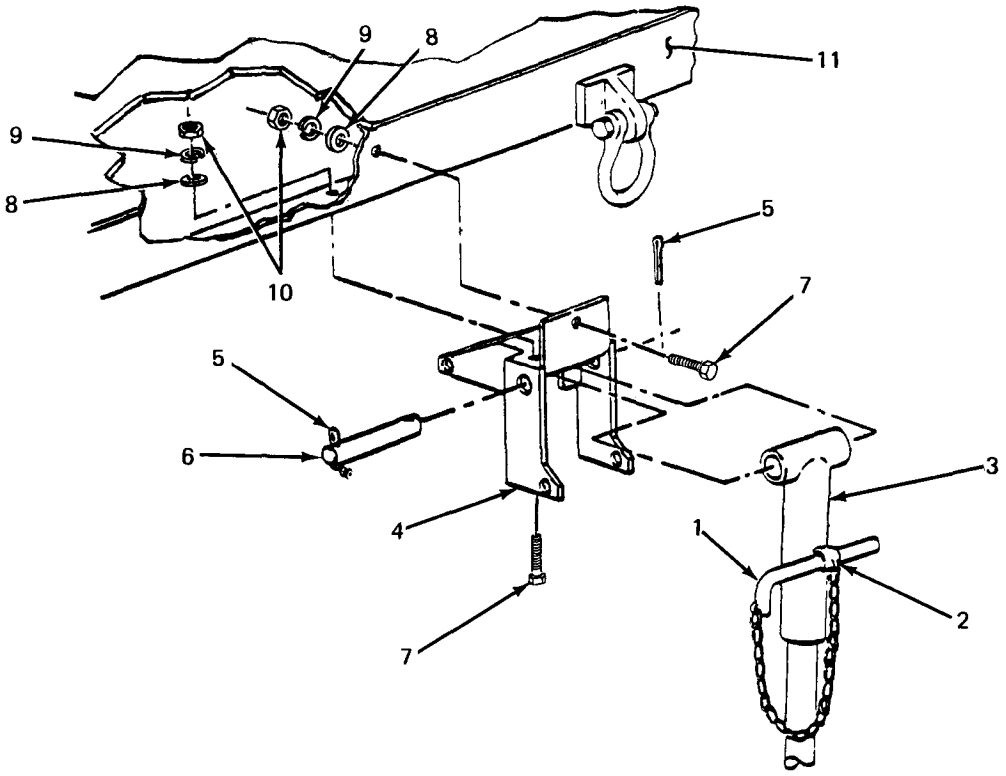

Figure 5-1. Leg Prop Assembly Replacement.
a. *Leg Prop Assembly Replacement. (See* figure 5-1.)
(a) While supporting leg prop assembly, pull out angled bar (1, figure 5-1) and lower leg from traveling position.